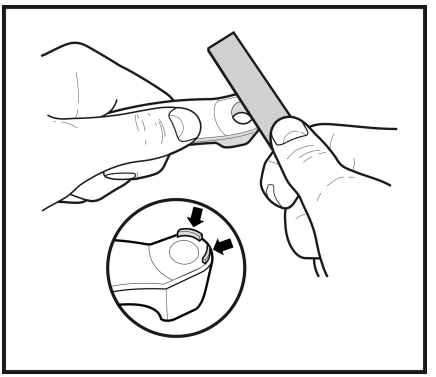

Рис. 25
3.9 Осмотрите привалочные поверхности под головки болтов на правой крышке подшипника. При обнаружении заусенцев выровняйте поверхность напильником для обеспечения плотного прилегания кронштейна. (**Рис. 25**)